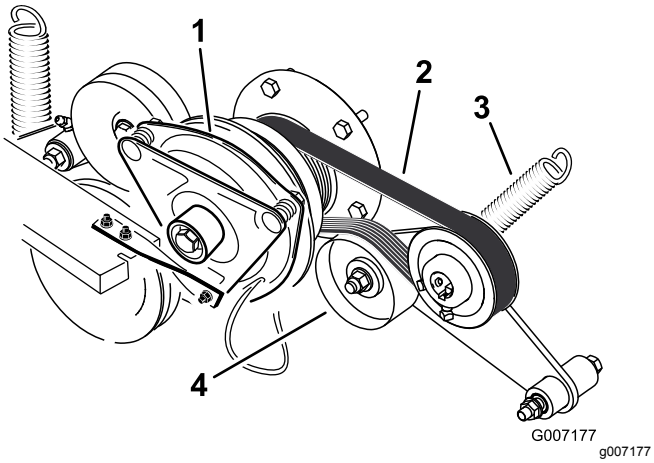

Figur 73
3. Fjern fjæren fra lederullarmen (Figur 73).
4. Monter den nye remmen rundt motoren og hydraulikkpumpeskiven (Figur 73).
6. Monter fjæren på lederullarmen (Figur 73).